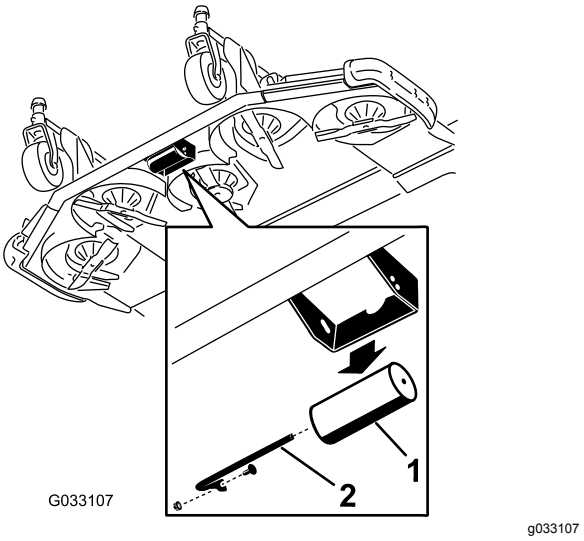

Figur 41
1. Fjern rulleakslen, skruen og møtrikken, som fastgør rullen til skjoldbeslaget (Figur 41).